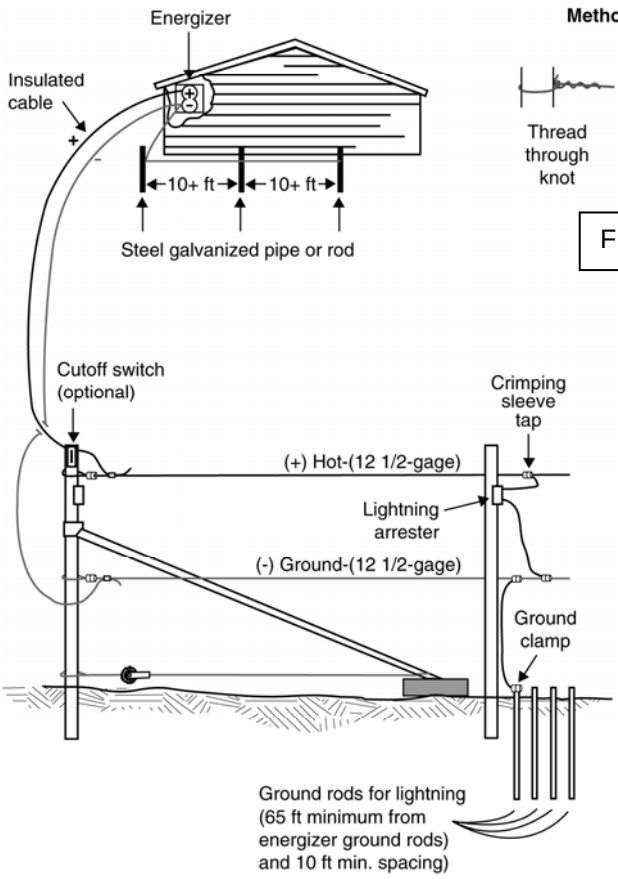

FIGURE 15
C. For splicing high tensile strength wire, use only the equivalent of crimping sleeves, figure eight knots or thread through knot. All electrical connections (both ground and positive) must use the equivalent of crimping sleeves or galvanized joint clamps. See ***Figure 15*** in the proper methods of tying High Tensile Wires.